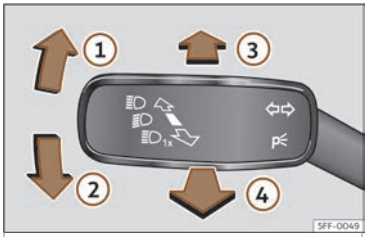

Fig. 93 Palanca dels intermitents i de llum de carretera (segons les versions).
- Des de la posició base, premeu cap endavant la palanca dels intermitents i llum de carretera>>> fig. 93 ③.
- **O BÉ:** amb el llum de carretera connectat, estireu cap enrere la palanca dels intermitents i del llum de carretera>>> fig. 93 ④.